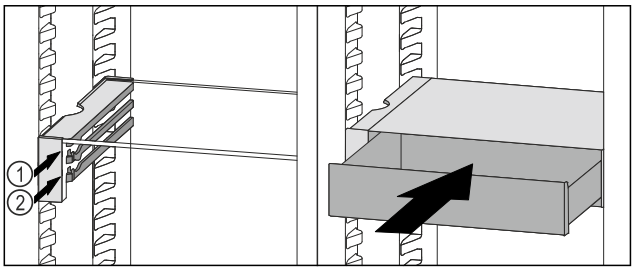

Fig. 114
▶ Așezați sertarul VarioSafe în spatele opritoarelor pe nervura dorită *Fig. 114 (1)* sau *Fig. 114 (2)*.